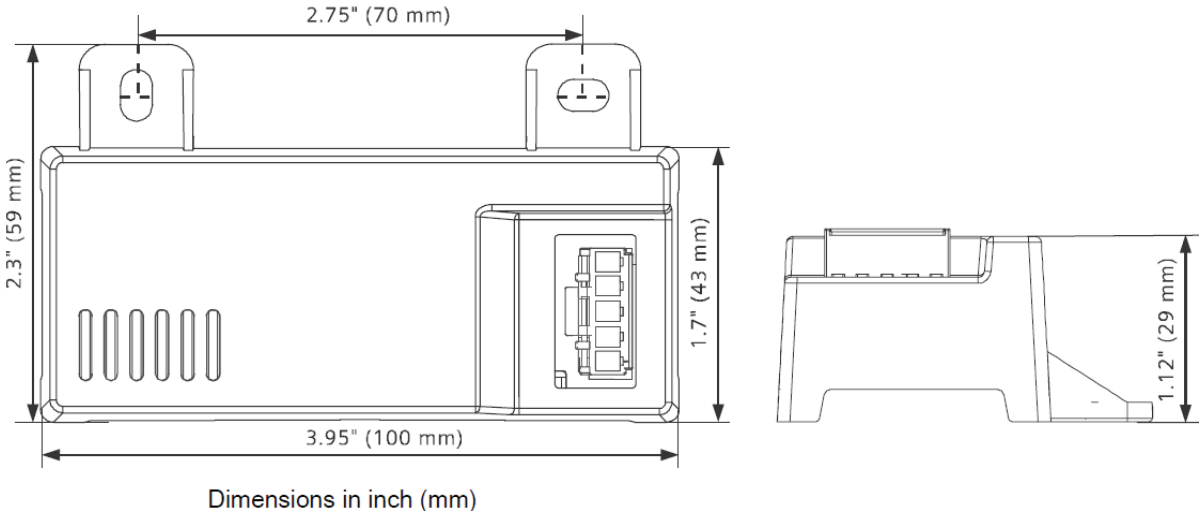
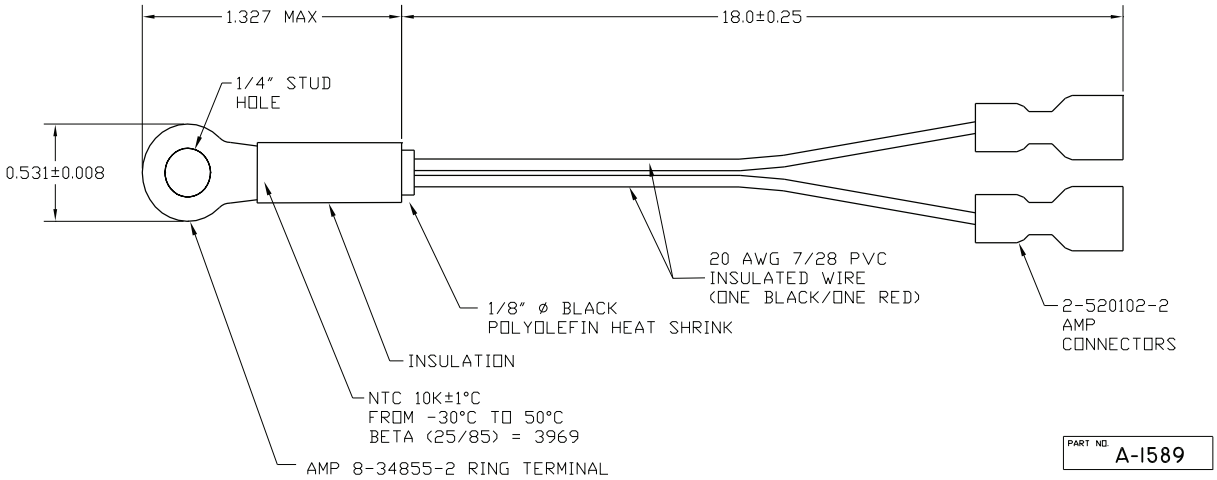
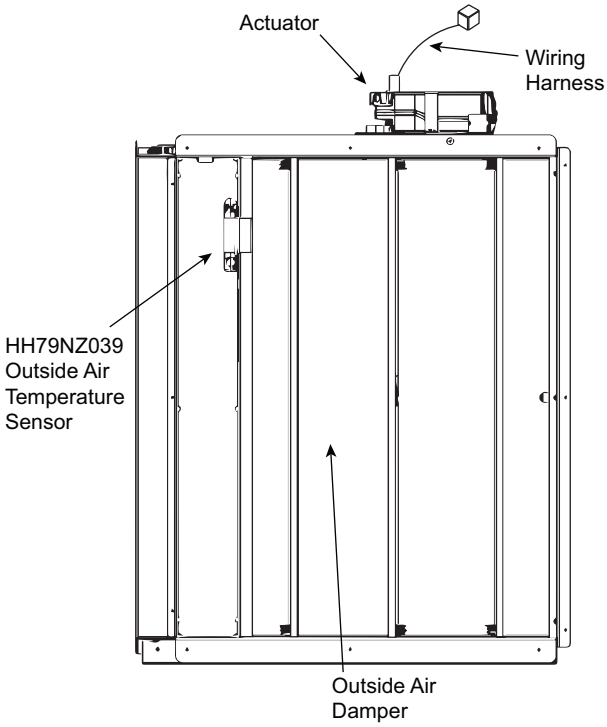

Fig. 61 — HH57LW001 Dimensional, Connection and Switching Information
Fig. 62 — HH79NZ039 Dry Bulb and Mixed Air Sensor Wiring
Fig. 63 — EconomizerONE Component Locations (CRECOMZR108A00 Shown)
When using the HH57LW001 enthalpy sensor (see Fig. 61) for outside air changeover, the existing HH79NZ039 dry bulb sensor (see Fig. 62) must be removed. The enthalpy sensor will be mounted in the same location as the dry bulb sensor (see Fig. 63). When the enthalpy sensor's OA (Outside Air) temperature, enthalpy, and dew point are below their respective setpoints, the outside air can be used for free cooling. When any of these are above the setpoint, free cooling will not be available. Enthalpy setpoints are configurable and create an enthalpy boundary according to the user's input. For additional details, see Fig. 64-65 and Table 27.
The optional enthalpy control sensor (P/N: HH57LW001) communicates with the POL224 economizer controller using the 5-wire harness, 48TC005213. The HH57LW001 sensor can be used as a single outside air enthalpy, a differential return enthalpy, or a differential return temperature sensor. Refer to the base unit control wiring diagrams found earlier in this book to wire the HH57LW001 enthalpy sensor for each option. Use Fig. 61 and Table 29 on page 47 to locate the wiring terminals for each enthalpy control sensor.
Economizers are shipped standard with an HH79NZ039 outside air dry bulb sensor (see Fig. 62). System default setting (high temp limit) is 63°F (17°C) and has a range of 48°F to 80°F (9°C to 27°C). Sensor is factory installed on economizer.
If installing the optional HH57LW001 enthalpy sensor, the HH79NZ039 dry bulb outside air sensor must first be removed. Wire sensor to harness 48TC005213 and the (5) wires from the harness to the EconomizerONE harness in the return air chamber. Harness 48TC005213 has a 5-pin plug that connects directly to the HH57LW001 enthalpy sensor. Refer to the base unit control wiring diagrams earlier in this book for wiring connections. Refer to Fig. 61 and Table 29.